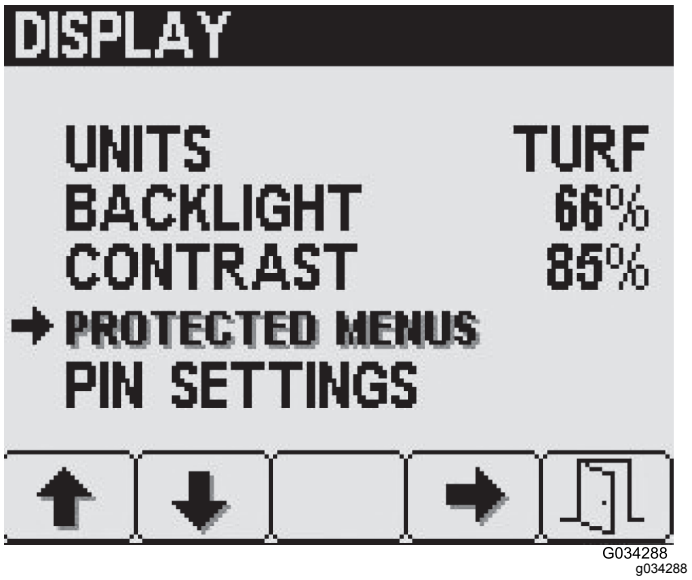

Figur 29
1. Tryk på knap to på skærmen Displayindstillinger, indtil du når til Beskyttede menuer. Tryk så på knap fire for at vælge Beskyttede menuer (Figur 29).
2. Tryk på knap to for at navigere til det ønskede beskyttede menupunkt (Figur 29).